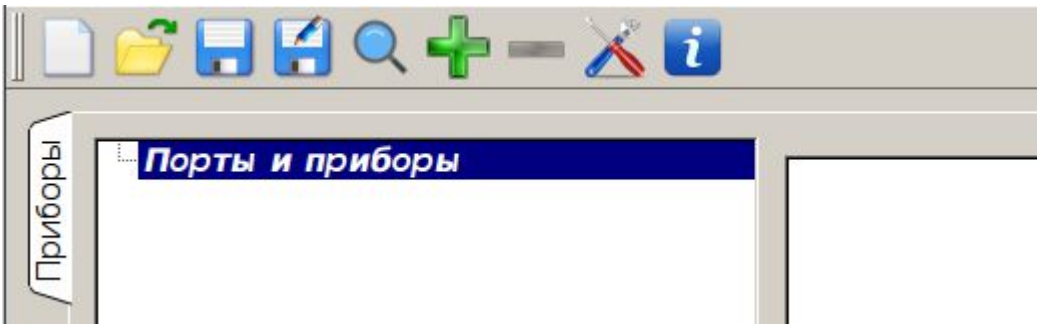

Рисунок 58 - Новое дерево объектов
– «**Новый**»: создание нового дерева объектов (Рисунок 58);